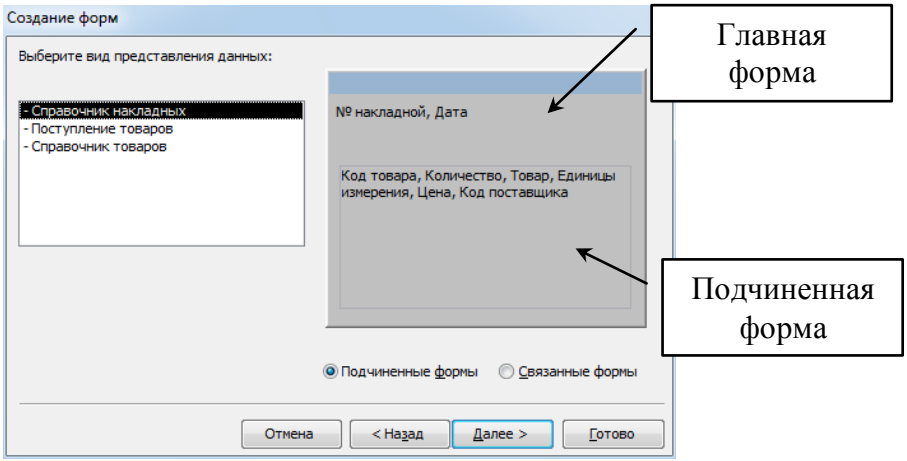

Рис. 3.20. Определение вида представления данных
3. Определяется *Вид представления данных*. Согласно логике в главной форме должна располагаться информация о накладной (номер, дата), а в подчиненной – информация о товаре, поступившем по этой накладной (рис. 3.20).